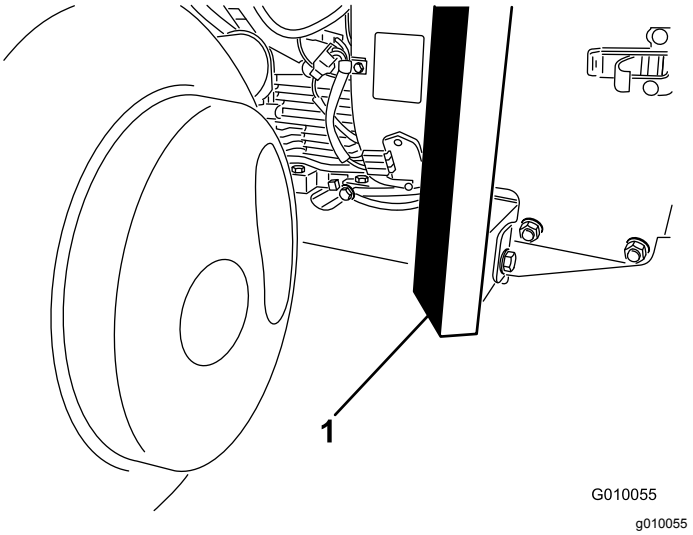

Rysunek 41
3. Ustaw dźwignik bezpiecznie pod przodem ramy (Rysunek 41).